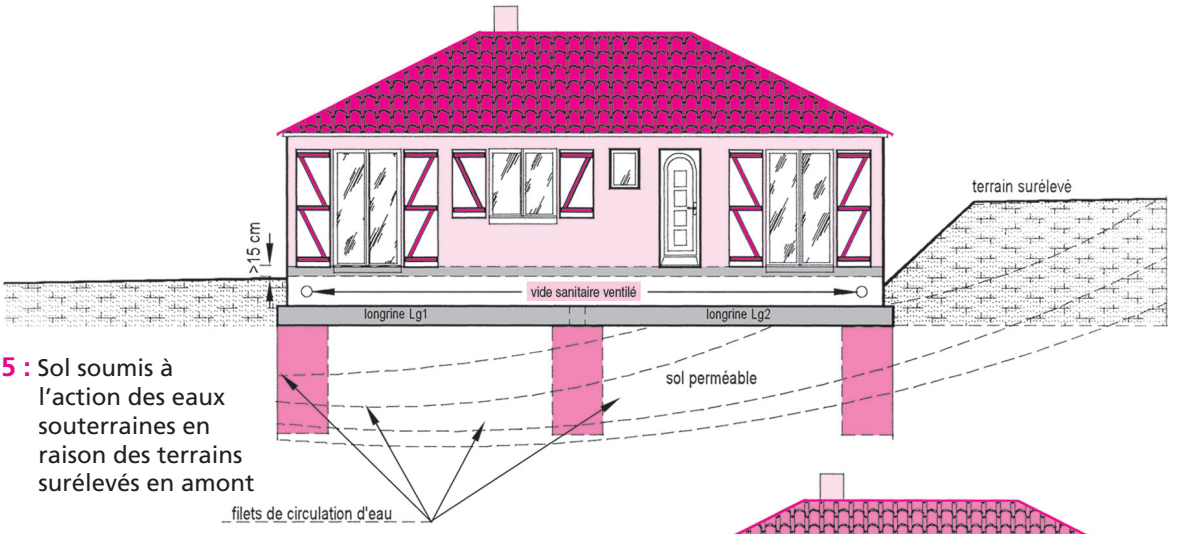

Fig. 25 : Sol soumis à l'action des eaux souterraines en raison des terrains surélevés en amont
- actions des eaux souterraines (fig. 25) ;
- terrains inondables (fig. 25).